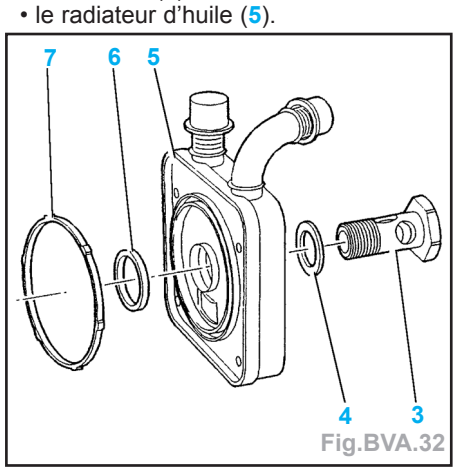

Fig.BVA.32
- Déposer (Fig.BVA.32) :
- la vis (3),
- le joint (4),
- les colliers (8),
- le radiateur d'huile (5).